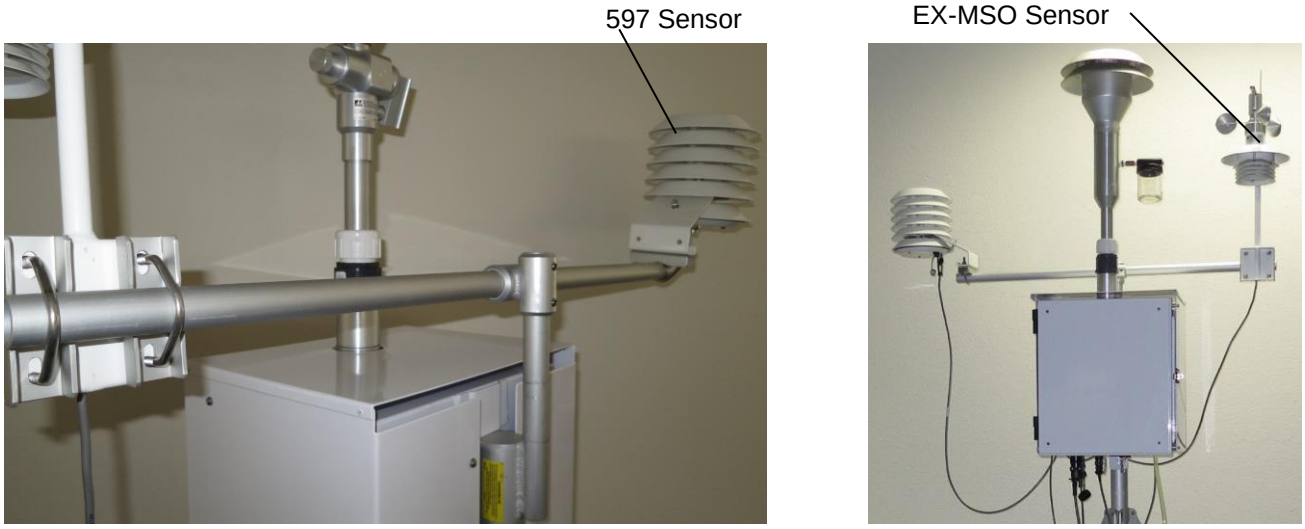

Figure 2-4 Sensor Mounting with an Optional Wind Sensor
5. **Optional Wind Sensor:** If an optional wind speed/direction sensor (such as the EX-MSO or EX-AIO) is supplied (see section 10.2), then the E-BAM PLUS will come with a cross-arm tube to use for mounting the 597 and the wind sensor. Connect the cross-arm to the post on the back of the tripod with the supplied ¾" x ¾" fitting and set screws and then install the sensors at opposite ends of the arm as suggested in Figure 2-4. The wind sensor should be as far from the E-BAM PLUS unit as possible, and the wind vane must be able to rotate fully without hitting anything. Plug the wind sensor into the corresponding connector on the bottom of the E-BAM PLUS. Depending on the type of wind sensor, it may need to be oriented to the north. Consult the separate manual that comes with the wind sensor for details. Verify configuration after power-up as detailed in section 2.7.2.